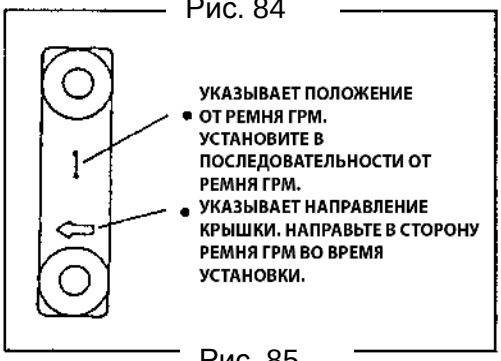

Рис. 85
- На каждой крышке нанесены метки, которые указывают на порядок и на направление установки. Установите крышки в соответствии с метками (Рис. 85).
- Крышка распредвала No. 1 блокирует перемещения распредвала в продольном направлении, поэтому ее необходимо установить первой (Рис. 85).